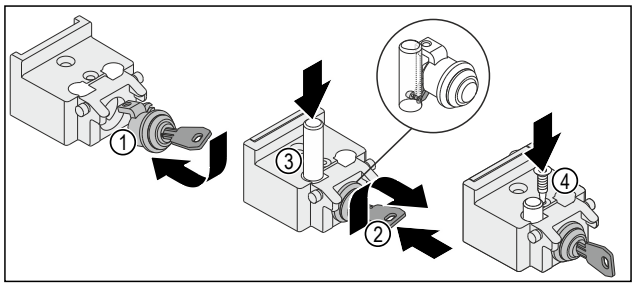

Fig. 16
▶ Introduceți încuietoarea *Fig. 16 (1)*.
▶ Împingeți cheia *Fig. 16 (2)* și rotiți-o.
▶ Introduceți bolțul *Fig. 16 (3)*.
▶ Introduceți prin rotire șurubul *Fig. 16 (4)*.